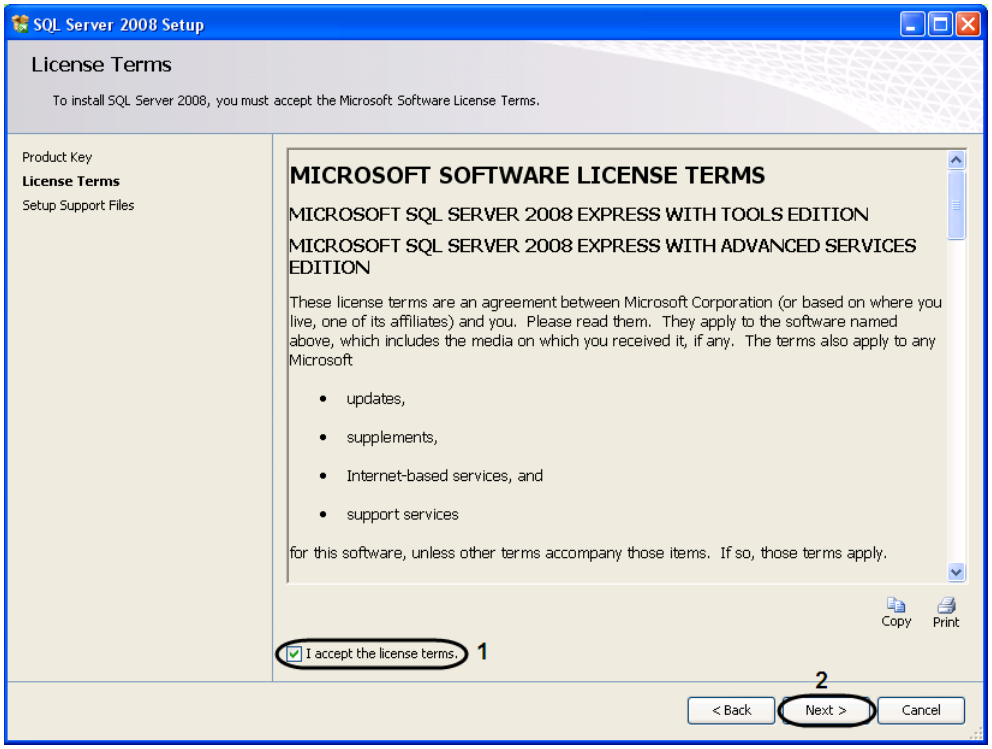

Figure 13.6-6 The "License Terms" box
7. The “License Terms” box with license terms will be displayed (Figure 13.6-6).
7.1. Confirm that you accept the license terms by setting the “I accept the license terms” checkbox (Figure 13.6-6, 1).
7.2. To go to the next box, click the “Next>” button (Figure 13.6-6, 2).